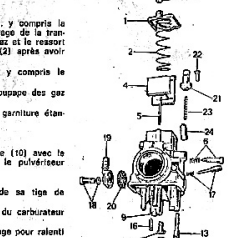

Fig. 18
*Démontage du carburateur (voir fig. 18)*